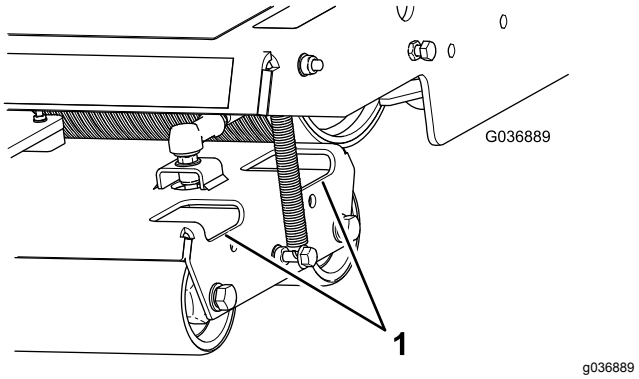

Figuur 39
2. Verwijder indien nodig vuil en stof van de rollen door water door de gaten in de rolbehuizingen te spuiten (Figuur 39).